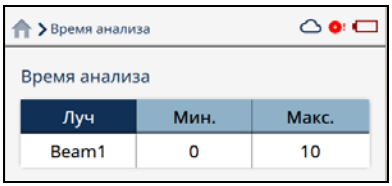

Рис. 2-2 Время анализа — Заданное максимальное значение
2. Введите значения **Мин.** и **Макс.** (см. Рис. 2-2 на стр. 19).